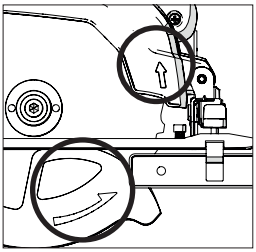

Fig. 6
- Asigurați-vă că săgețile imprimate pe disc, care indică direcția de rotire, corespund săgeților de direcție a rotației de pe scuturile de disc superior și inferior ale uneltei. **(Fig. 6)**